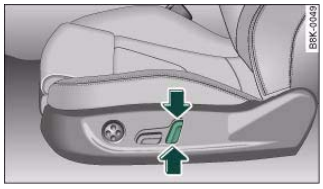

Fig. 79 Front seat: Adjusting head restraint (electric adjustment*)
– Press the switch ⇒ fig. 79 up or down to move the head restraint to the desired height.